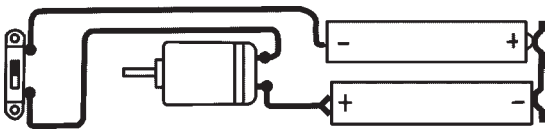

图12　电池安装
5. 调整好电池的极性位置并标上正确的记号，以免弄错（图12）。